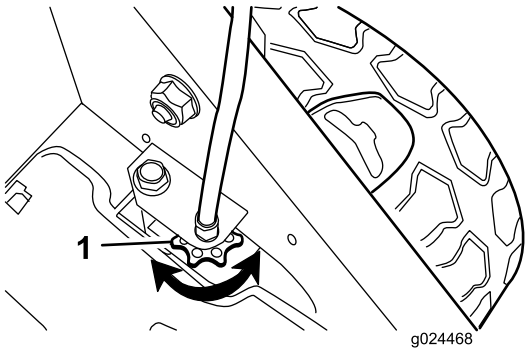

**Rysunek 22**
- Jeżeli koła nie obracają się przy włączonej dźwigni sterowania układu samobieżnego, pasek napędowy jest za luźny. Obróć pokrętło regulacji napędu kół (Rysunek 22) w prawo o 1 obrót i powtórz czynności od 4 do 6.
napędu kół (Rysunek 22) w lewo o 1 obrót i powtórz czynności od 4 do 6.